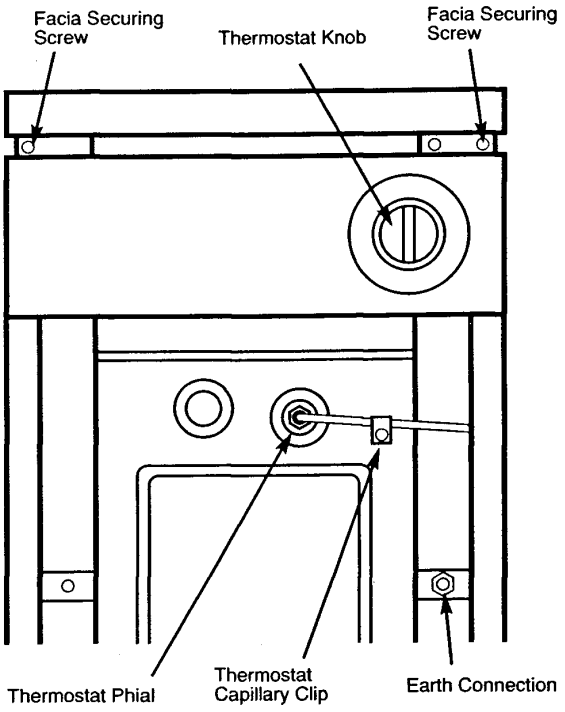

fig 8 - Boiler Thermostat
6) Push the thermostat phial into the thermostat pocket and clip the capillary behind the retaining clip (Fig. 8).
3) Remove the two facia retaining screws (Fig 8) taking care not to lose the two spacer washers and allow the facia to swing forwards on its hinges.
4) Release the thermostat capillary from behind its retaining clip and remove the thermostat phial from the boiler (Fig 8).